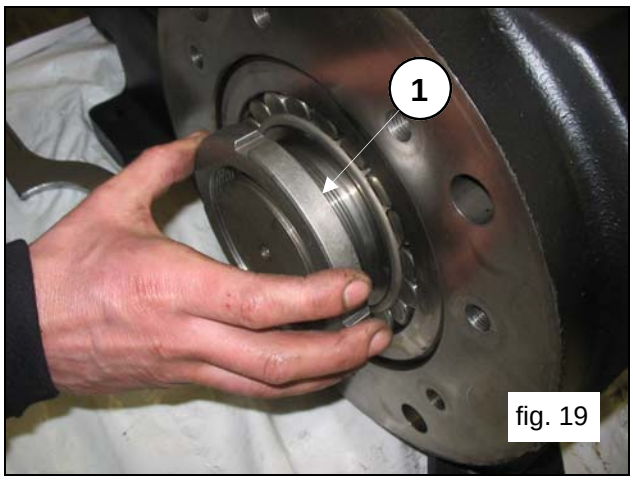
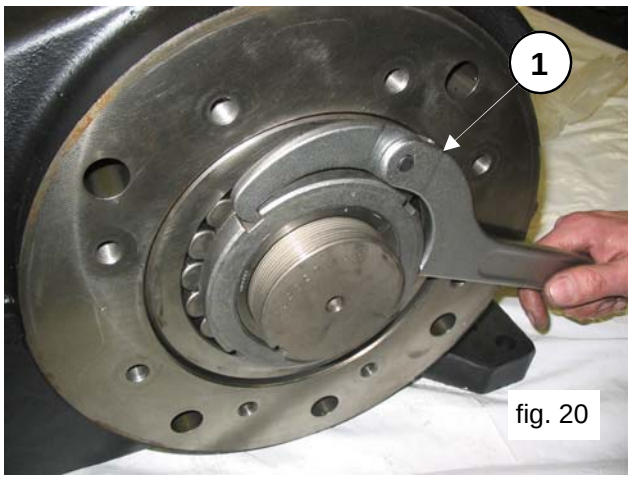

fig. 19
fig. 20
Screw a SKF KM19 type ring nut onto the pressure sleeve (pos.①, fig.19), therefore loosen the sleeve using an apposite wrench (pos.①, fig.20).